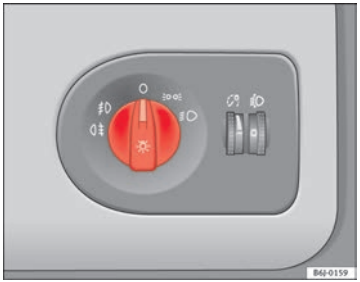

Fig. 50 Detailed view of the dash panel: lights, fog lights and rear fog light switch
– Turn the light switch ⇒ fig. 50 to position.